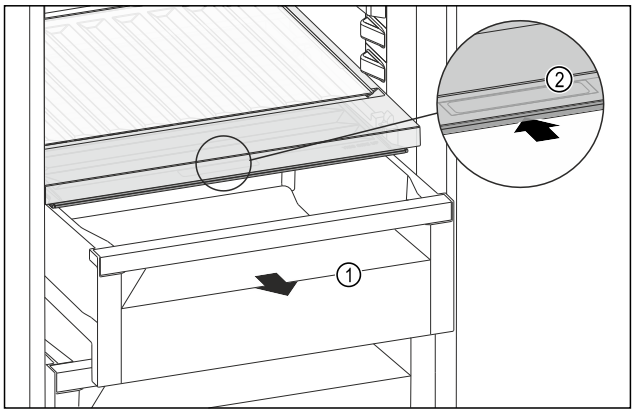

Fig. 169
▶ Pull out the drawer *Fig. 169 (1)*.
▶ Grip the handle recess *Fig. 169 (2)* on the lid while pulling the lid backward at the same time.